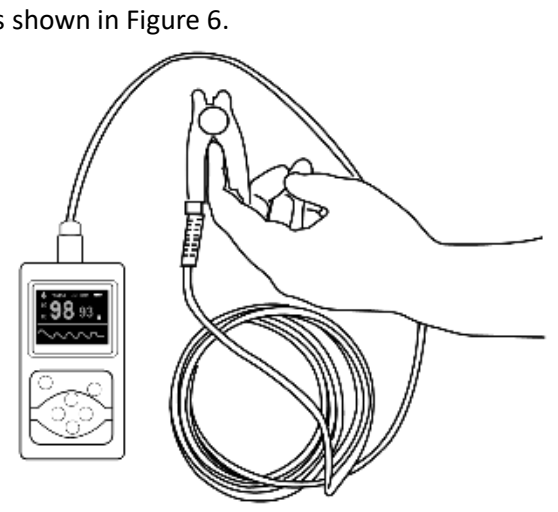

Figure 6. Sketch map for finger placement
- The finger should be placed correctly (see Attached figure 6), as improper assembly or improper contact position for sensor will influence the measurement.
A. Insert the finger into the probe as shown in Figure 6.
(The appearance of actual probe may be different with the one shown as Figure 6, please refer to the actual probe.)